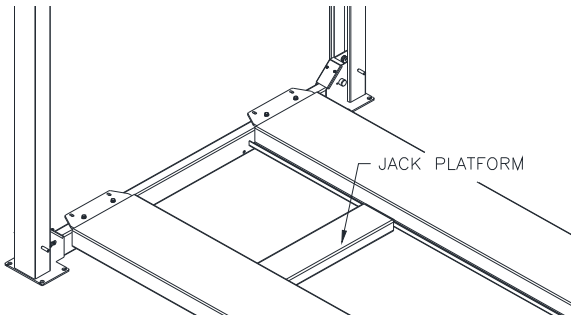

Fig 26 – Jack Platform
1) The Jack Platform rest on the jack rails between the runways. It can be positioned as needed along the rail, **Fig 26**.